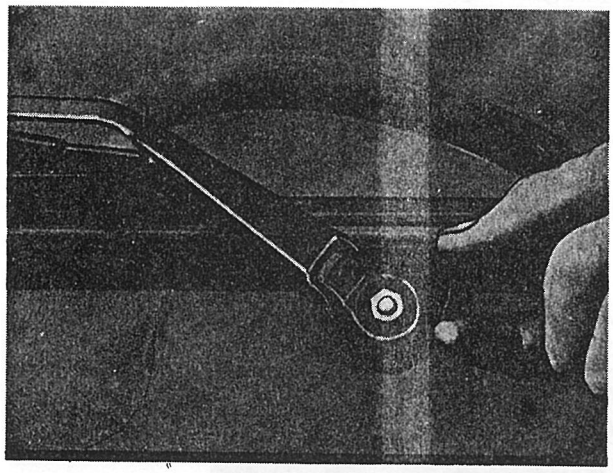

Afb. 2.17.2. Bevestiging ruitewissers
(1) Verwijder de klembeugel waarmee de rubber beschermhoes op de ruitewissermotor is bevestigd en neem de elektrische aansluitingen los. Merk de kabels om vergissingen te voorkomen bij het aansluiten.
(2) Neem de stofhoezen los van de ruitewissers (zie afb. 2.17.2.).
(3) Draai de bevestigingsmoeren van de ruitewissers los.